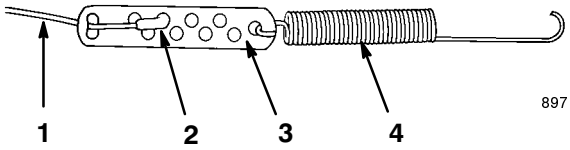

Figur 11
2. Fest enden av kabelen til kabeljustereren som vist i figur 11.